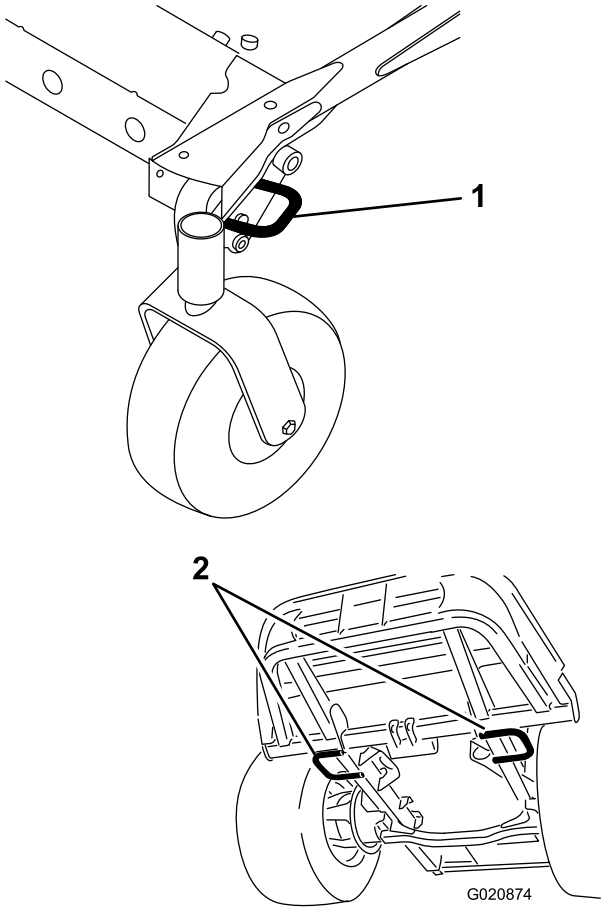

Rysunek 36
- Zamocuj maszynę do przyczepy lub ciężarówki za pomocą pasów, łańcuchów, linek lub lin zgodnie z wymaganiami lokalnych przepisów ruchu na danym obszarze (Rysunek 36).